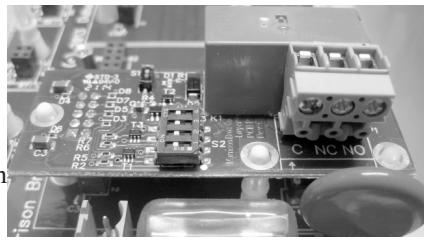

Figure 2 - Proper placement of the OUTPUT MODULE
c. Carefully position the OUTPUT MODULE in place making sure the connectors are mated properly as shown in **Figure 2**